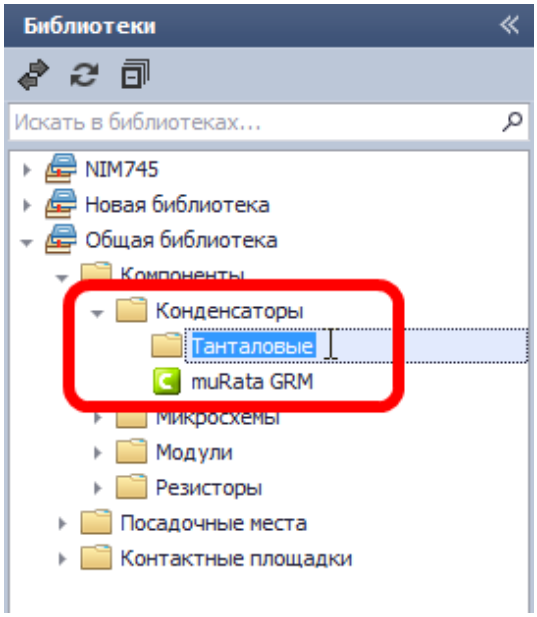

Рис. 96. Задание имени для папки
3. Задайте имя для папки, см. Рис. 96.